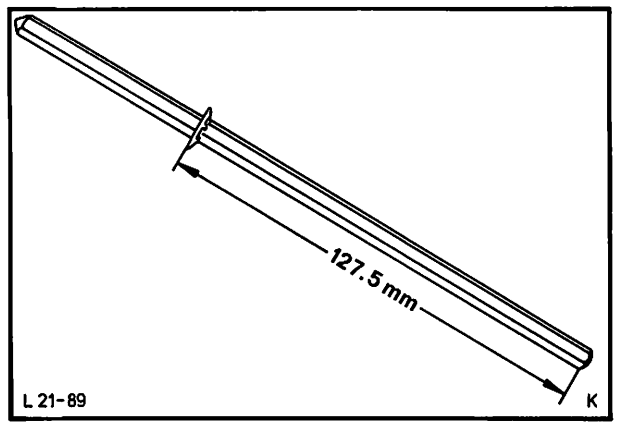

Abb. 178 Antriebswelle Ölpumpe einführen
59. Antriebswelle – Ölpumpe mit aufgepreßter Haltescheibe (Richtung und Abstand beachten) mit der spitzen Seite zum Verteiler zeigend, in den Zylinderblock einführen, Abb. 178.